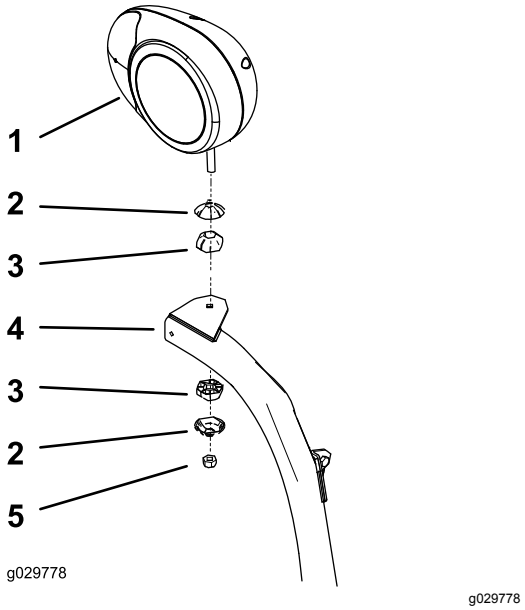

Figur 7
2. Fest høyre og venstre frontlys til frontlysbrakettene (Figur 7) med festene som følger med lysene.
4. Fest venstre og høyre frontlysenhet til frontlysbrakettene (Figur 7) med festene som følger med settet.